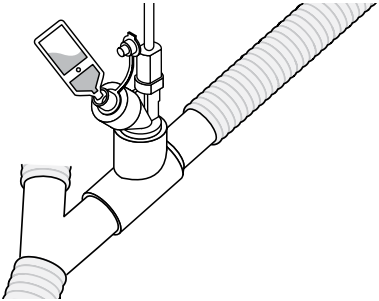

Figura 16. Riempimento del nebulizzatore con una fiala precaricata
2. Immettere il farmaco nell'attacco di riempimento del nebulizzatore tramite una siringa o una fiala precaricata (Figura 16).